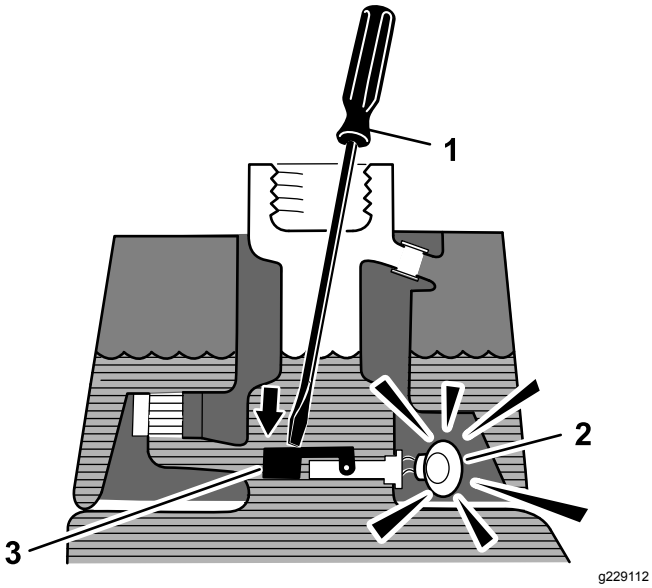

Figuur 46
3. Steek een schone staaf of schroevendraaier in de vulbuis en druk de vlotterschakelaar voorzichtig naar beneden (Figuur 46); het alarm zou moeten afgaan na 1 seconde.